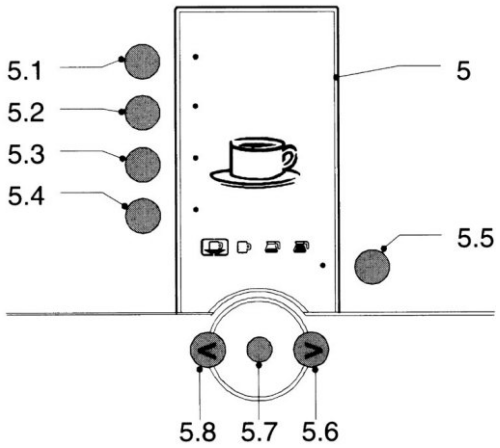
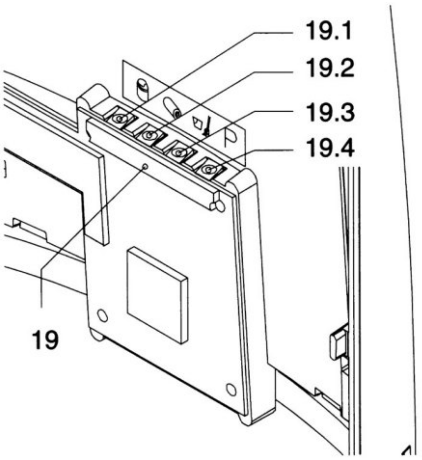

Rys. 2 Panel obsługi, przód
Rys. 3 Panel obsługi wewnątrz
Proszę wcisnąć przycisk (5.1, rys. 2) "Kawa normalna"
Proszę włączyć przycisk (5.5, rys. 2) "Gorąca woda".
Urządzenie jest wyposażone w dwa panele obsługi, jeden jest z przodu (rys.2), jeden wewnątrz (rys.3). Podczas codziennego użytkowania korzysta się tylko z jednego, z przodu. Do programowania przez techników ważny jest także ten drugi panel.
- Na displayu (4) pokazują się w trakcie normalnego używania, przy programowaniu, przy płukaniu i odkamienianiu i w przypadku zakłóceń, różne symbole, wartości i meldunki, które są wyjaśnione w tej instrukcji. Rys. 2 pokazuje ustawienie fabryczne.